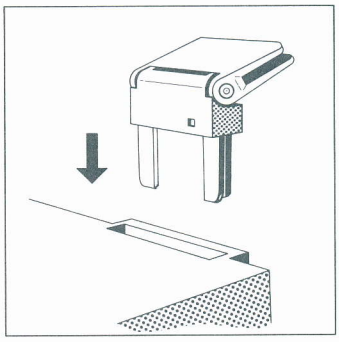

Fig. 4
- Danach Plattenteller aufsetzen und Plattentellerbelag auflegen. Scharniere **2** in die dafür vorgesehenen Aussparungen einstecken (Fig. 4).